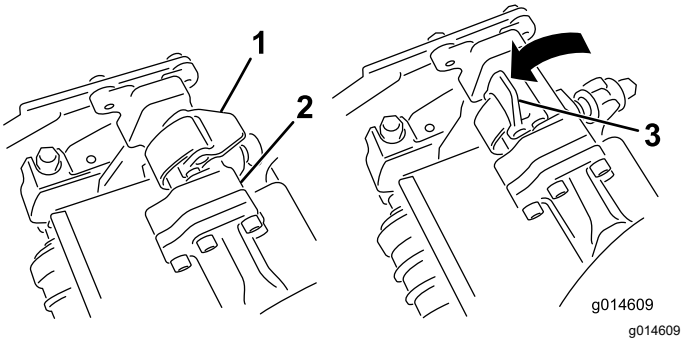
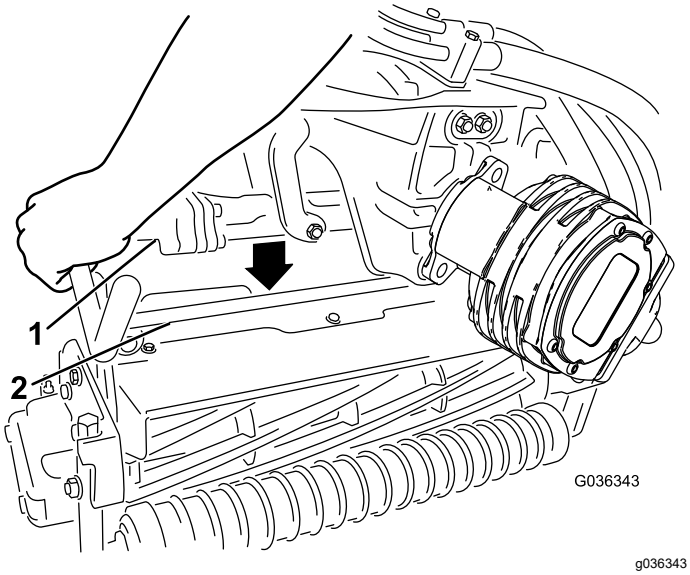

Bild 65
Bild 66
4. Öffnen Sie die Verriegelungen an der Aufhängearmstange (Bild 65) und drücken Sie den Aufhängearm nach unten, damit die Stange über beide Neigungsarme an der Schneideinheit liegt und stellen Sie sicher, dass die Verriegelungen unter die Querstange der Schneideinheit greifen (Bild 66).
5. Drücken Sie die Riegel nach unten um die Schneideinheitsstange herum und arretieren sie (Bild 65).
6. Öffnen Sie die Riegel an der Aufhängearmstange der Schneideinheit, die Sie entfernen möchten (Bild 65).